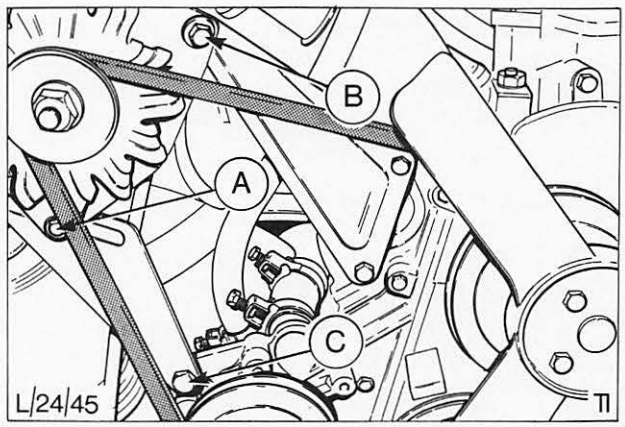

Abb. 30 Schrauben A, B und C lösen, Keilriemen abnehmen
4. Lichtmaschineneinstellschraube und falls erforderlich Befestigungsschrauben lösen. Lichtmaschine zum Motor hin schwenken und Keilriemen abnehmen, Abb. 30.